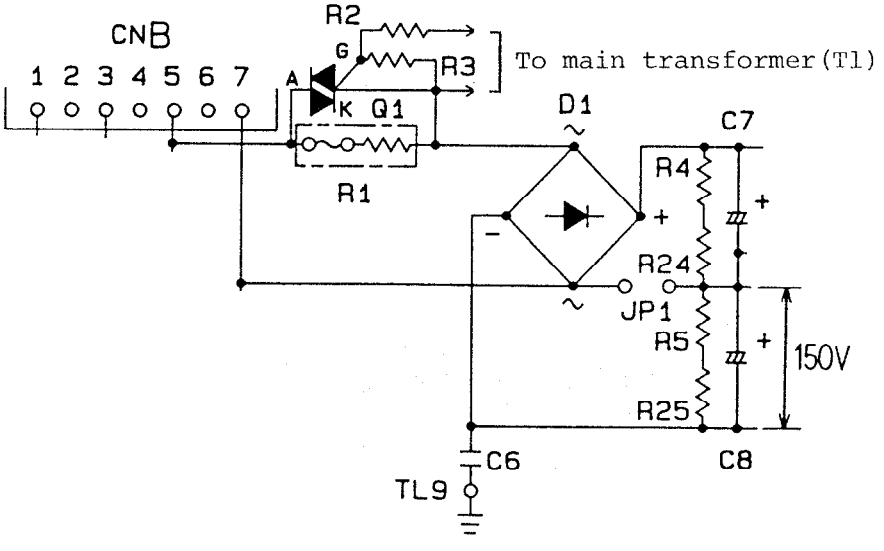

Fig. 2 PRIMARY RECTIFIER & SMOOTHING CIRCUIT and RUSH CURRENT LIMITATION CIRCUIT
③ PRIMARY RECTIFIER & SMOOTHING CIRCUIT (Fig. 2)
④ RUSH CURRENT LIMITATION CIRCUIT (Fig. 2)